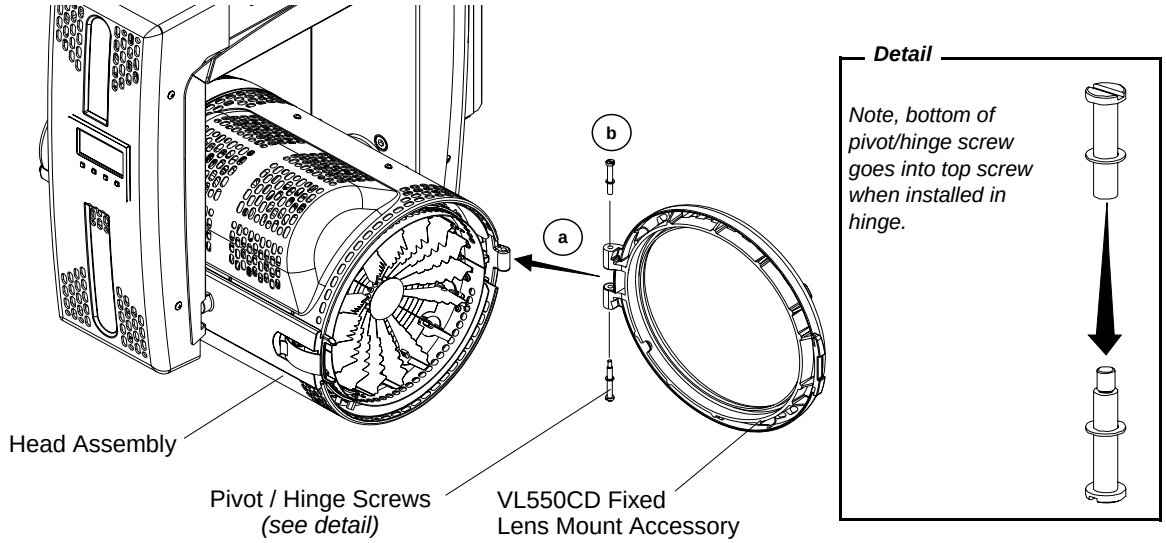

Figure A-5: VL550CD Fixed Lens Mount Accessory Installation
a. As illustrated in Figure A-5, position fixed lens mount to mate with luminaire head hinge.